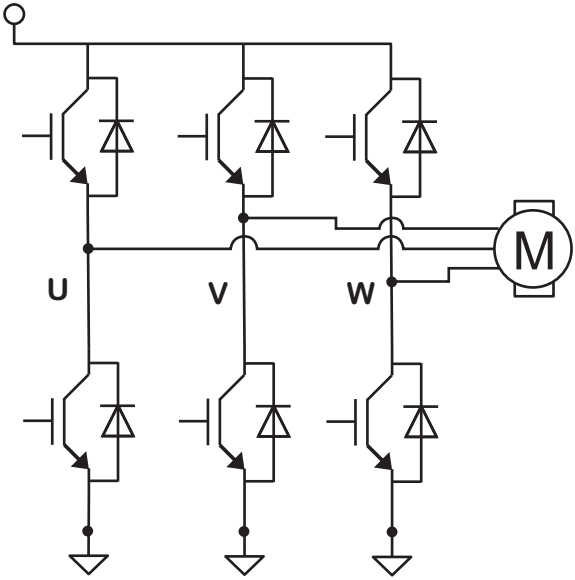

Abb. 2 IGBT Gate-Treiber auf dem Power-Board
Abbildung 2 zeigt die Gate-Anschlüsse der oberen und unteren IGBTs auf dem Power-Board zusammen mit einem angeschlossenen Drehstrommotor (M).